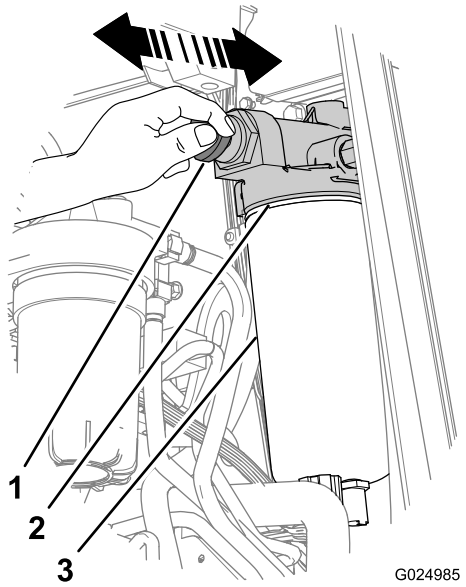

Figura 75
3. Pulite la testa della pompa del carburante e la pompa di innesco utilizzando un detergente spray ad asciugatura rapida e aria compressa (Figura 75).
4. Sbloccate la maniglia della pompa di innesco ruotandolo **in senso antiorario** (Figura 75).
5. Pompate la maniglia di innesco (Figura 75) fino a quando non sentite una resistenza e non è più possibile pompare la maniglia (circa 140-150 movimenti per filtri asciutti o 20-60 movimenti per filtri pre-riempiti).
6. Bloccate la maniglia della pompa di innesco manuale girandola in senso orario finché non è completamente in sede (Figura 75).